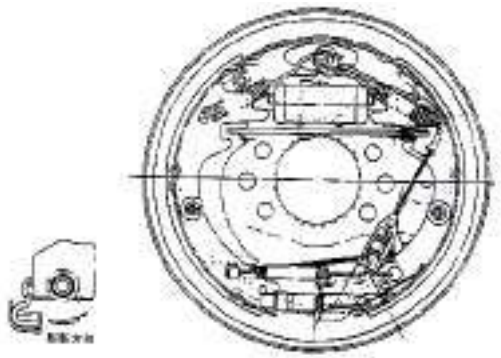

Fig. 2-32
2.6.4 Test of Slack Self-adjuster (Fig. 2-32)